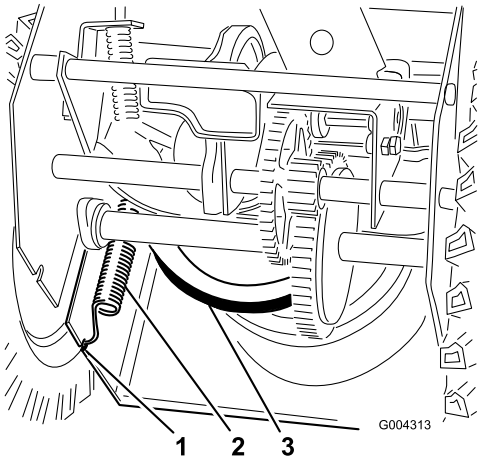

Figur 32
7. Lossa fjädern från skåran längst ner på sidoplattan (Figur 32).
13. Sätt fast fjädern i skåran längst ner på sidoplattan (Figur 32).